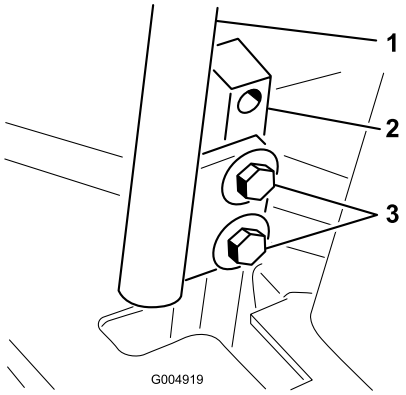

Figuur 66
3. Draai de bouten los waarmee de rijhendels zijn vastgezet (Figuur 66)